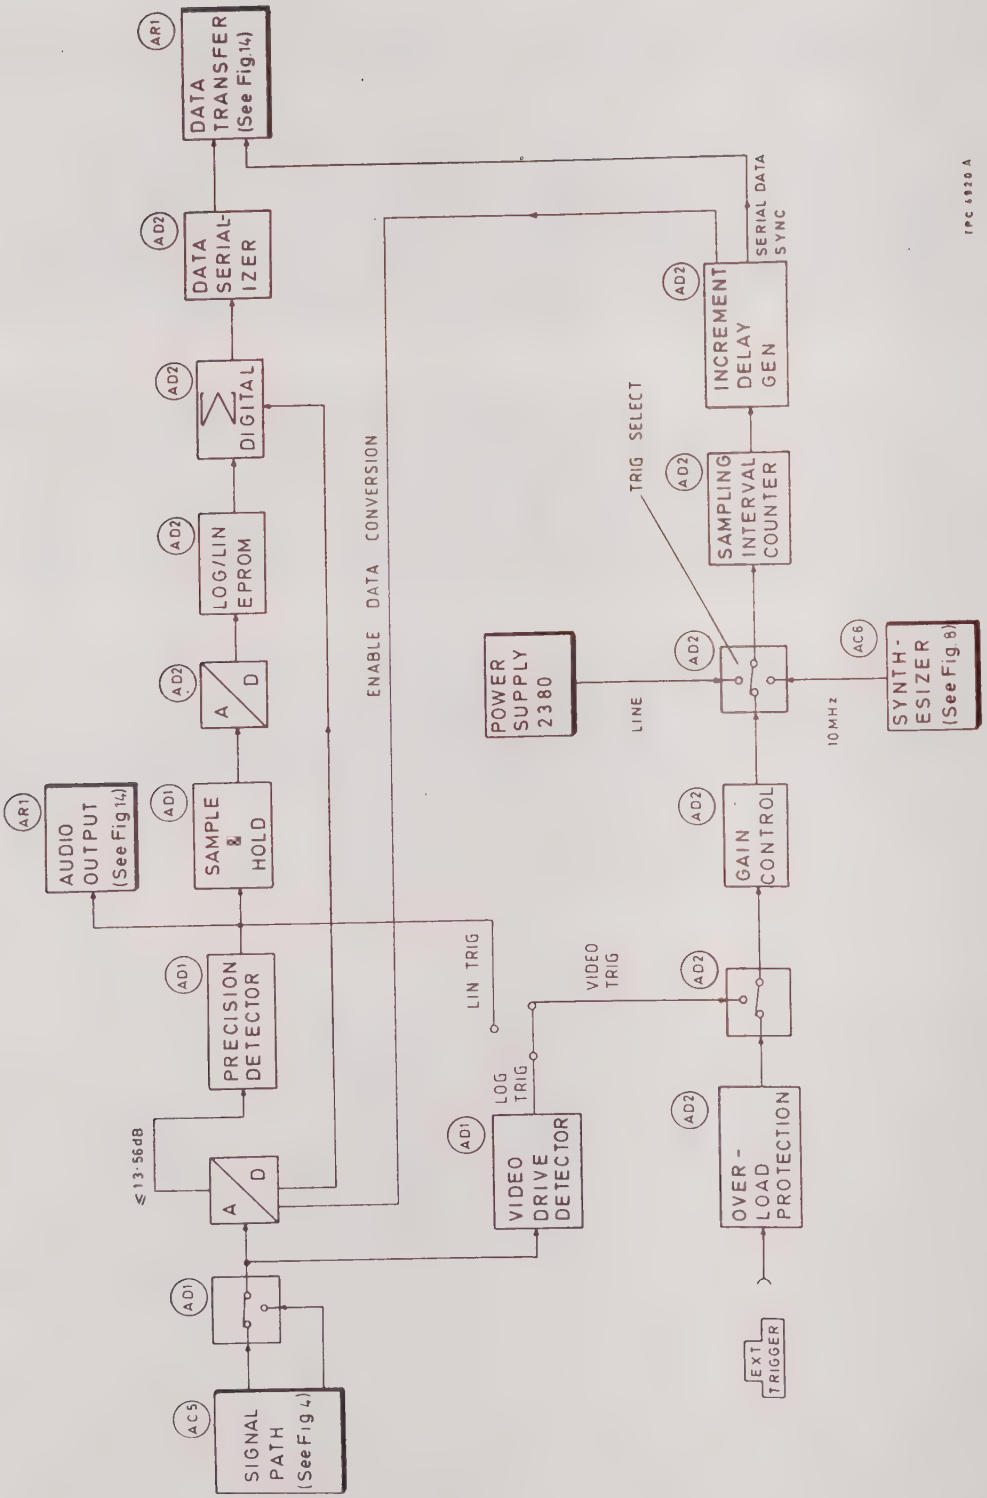

Fig. 5 Data conversion block diagram showing main functions of boards.
95. The 2.6 MHz fourth i.f. from AC5 is selected at the required bandwidth at the input of AD1 (see Fig. 5). Here, an output is taken to AD2 to provide the video trigger used for display synchronizing purposes. The main path leads to paired attenuators and amplifiers. The attenuators are switched in or out of circuit as required to produce an analogue signal of 12.8 dB or less at the output. The attenuator settings necessary to produce this result provide a digital output capable of indicating 7 multiples of 12.8 dB. Total resolution, analogue and digital, is thus 102.4 dB. Additionally, a signal output, squared and at t.t.l. levels is supplied to AD2 for frequency measurement purposes. A precision detector connects the output to the audio amplifier on AR1 as well as to a sample and hold circuit for A/D conversion by AD2.